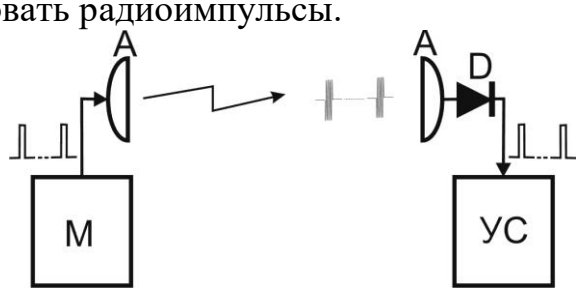
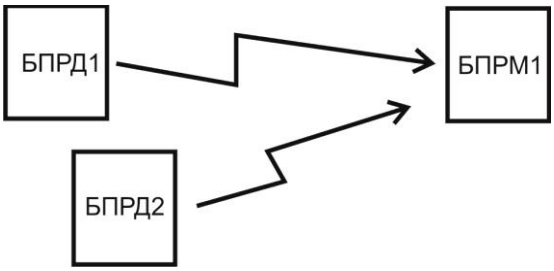

Рис. 6.10
Рис. 6.11
6.3.5.2 Антенна А БПРД, под управлением модулятора М, излучает в направлении антенны А БПРМ радиоимпульсы (см. рис. 6.10). Радиоимпульсы с выхода антенны А (БПРМ) поступают на детектор D, с выхода которого – на узел синхронизации УС. УС определяет их положение во времени и пропускает в узкие «временные ворота» для обработки и принятия решений. Идентификация «собственного» БПРД1 (рис.6.11) при «засветке чужим», рядом установленным, БПРД2 достигается выбором разных частотных литер БПРД1 и БПРД2, см п. 6.3.2.2.